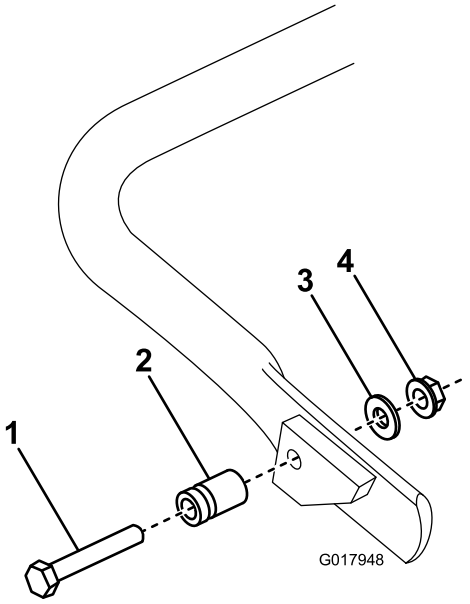

**Figur 6**
1. **Endast för GR1600.** Anslut fjädertappen på den högra sidan av stödet (Figur 6) med hjälp av skruven, brickan och flänsmuttern som medföljer.